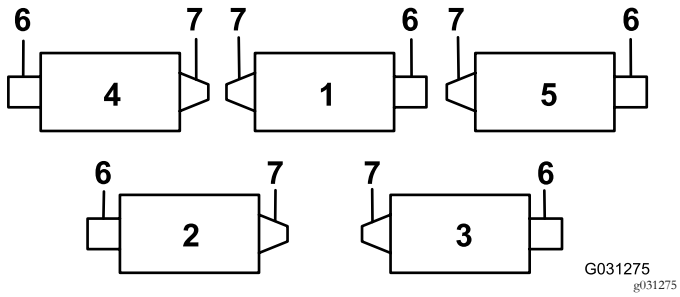
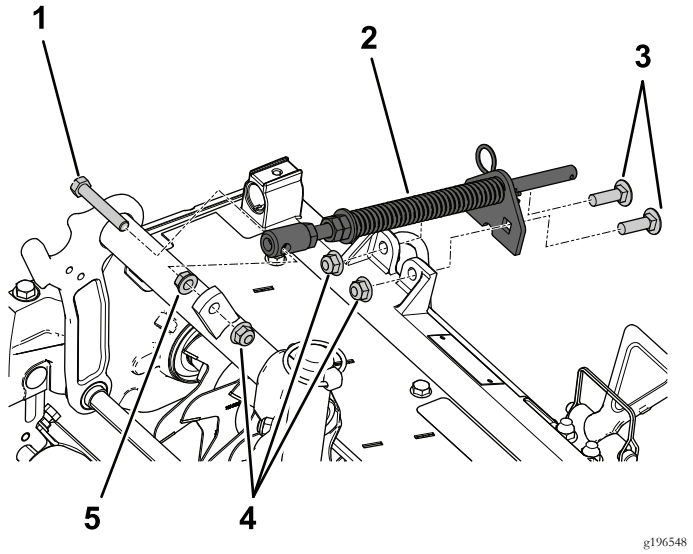

Figura 5
Figura 8
El engrasador debe instalarse en el lado de la unidad de verticorte donde va montado el motor del molinete. Consulte el diagrama siguiente para determinar la posición de cada motor de molinete (Figura 5).
3. En las unidades de verticorte 2 y 4 (Figura 5), mueva el contrapeso al otro extremo de la unidad de corte.
Instale el muelle de compensación del césped en el mismo extremo que el motor del molinete (Figura 5 y Figura 8).